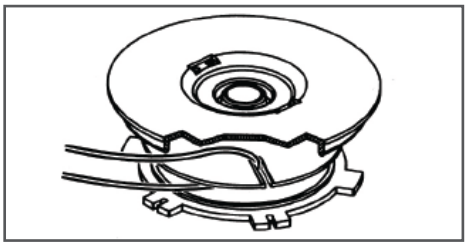

Рис. 11 Установка корда в паз катушки
5. Отрежьте 2,5-3 метра корда, сложите его вдвое и выровняйте концы. Середину корда вставьте в специальный паз в катушке (Рис. 11).